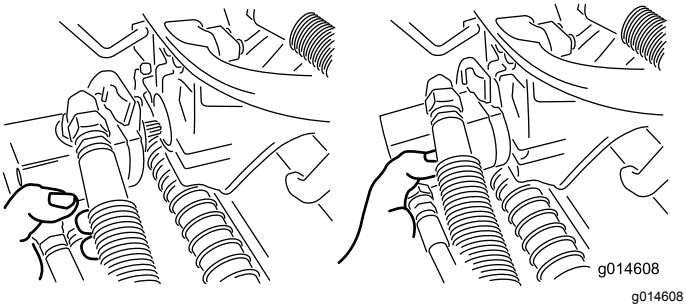

Figura 49
3. Mova o motor para o local de armazenamento na parte da frente do braço de suspensão (Figura 49).